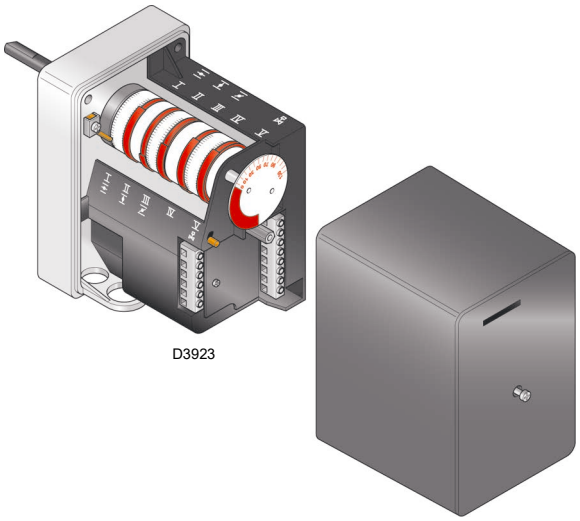

Afb. 29
De servomotor (Afb. 29) regelt gelijktijdig de luchtregelaar, via de nok met variabele profielhoogte, en de gasklep.
- 5s:Het programma van de elektrische installatie is begonnen. Start servomotor: draai 130° naar rechts, dat betekent totdat het contact op de nok I in werking treedt (Afb. 29 op pag. 26).
- 75s:De servomotor draait naar links met de hoek ingesteld op de nok III (Afb. 29 op pag. 26) voor het MIN. vermogen.
- 95s:De luchtklep en de gassmoorklep gaan naar de stand MIN. vermogen (met nok III - Afb. 29 op pag. 26 - op 65°).